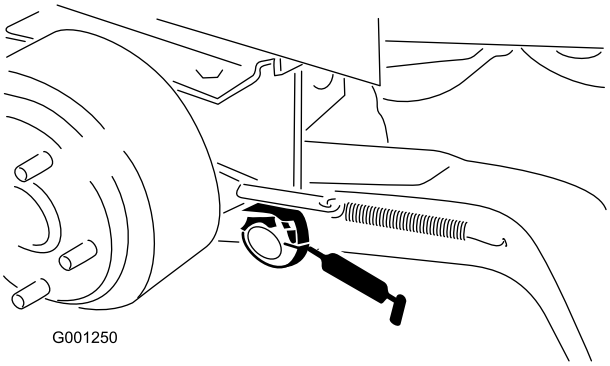

**Figur 40**
- Lyftarmens svängbussningar (Figur 40)